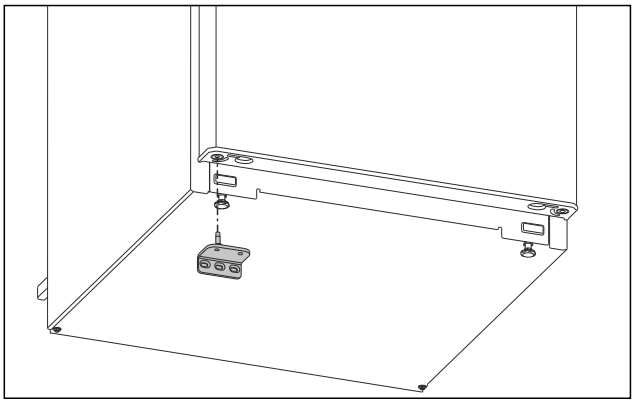

*Fig. 16*
▶ Montați suportul de lagăr inferior pe partea opusă. (vezi Fig. 16)